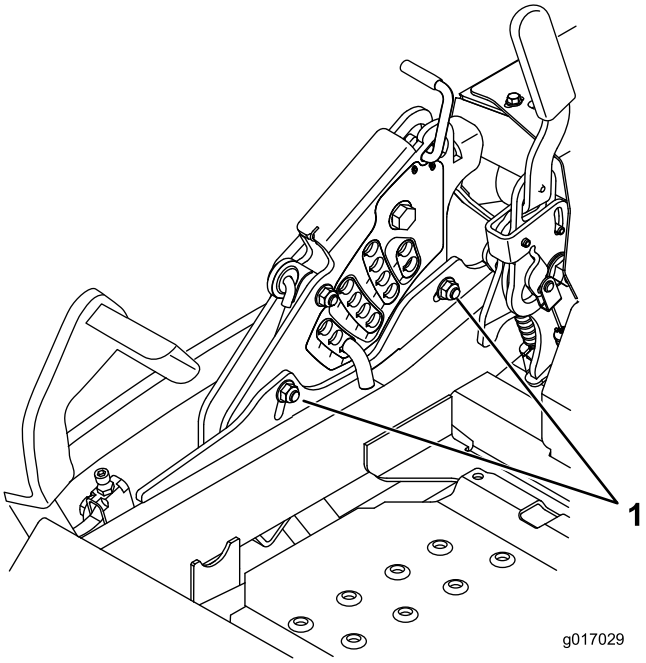

Figur 88
12. Løsn de to bolte nederst på klippehøjdepladen for at justere enkeltpunktssystemet. Se Figur 88.
14. Stram de to bolte nederst på klippehøjdepladen (Figur 88). Spænd til 37-45 Nm.